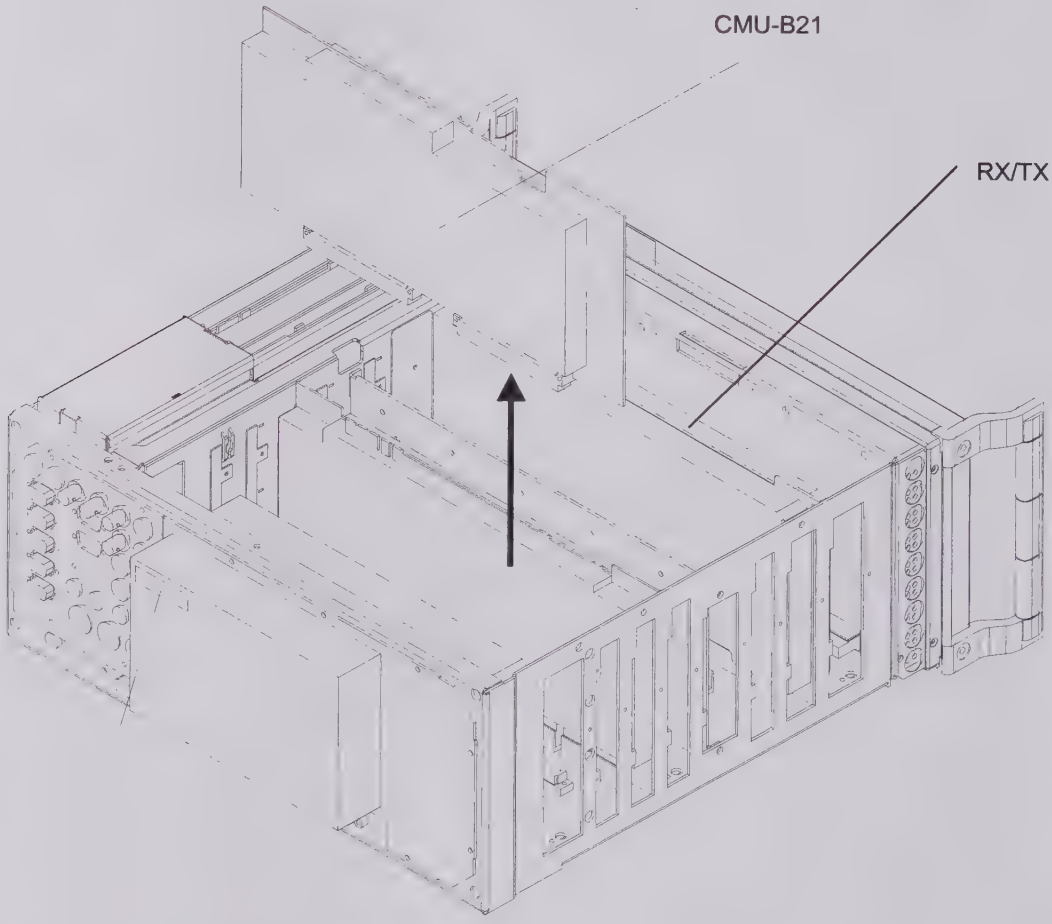

**Fig. 3**
- If the module in the second slot from the instrument front has the Order No. 1100.1404.02 or 1100.1733.02, replace it by the RX/TX module included in the modification kit. Caution: cables are to be disconnected at the top and the bottom of the instrument (Fig. 3).
- Remove module CMU-B21 in the seventh slot seen from the front (Fig. 3).
- Screw back the two screen covers and insert Link Handler into the unit (Fig.3 and 4).